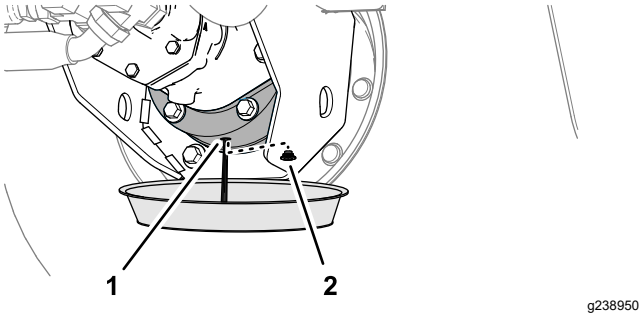

Figura 100
6. Coloque um recipiente de escoamento debaixo da caixa do travão, retire o tampão de escoamento e deixe o lubrificante drenar completamente (Figura 100).